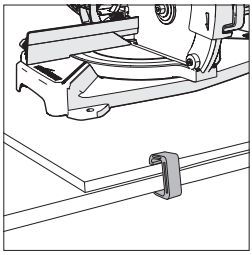

Fig. 2
- Utilice abrazaderas-G para fijar el tablero de montaje a la superficie de trabajo **(Fig. 2).**